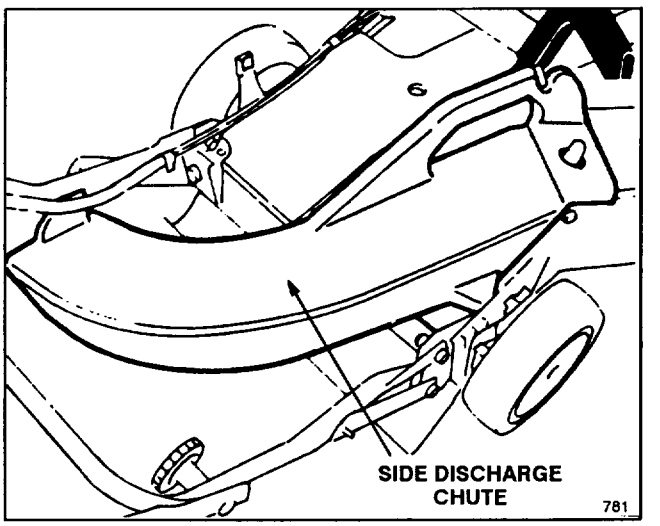

**Figure 36**
1. **Side Discharge Kit, Model No. 59168**—Installs in seconds. Rear mounted in place of the grass bag or discharge tunnel plug. Disperses clippings while trimming on both sides (Fig. 36).